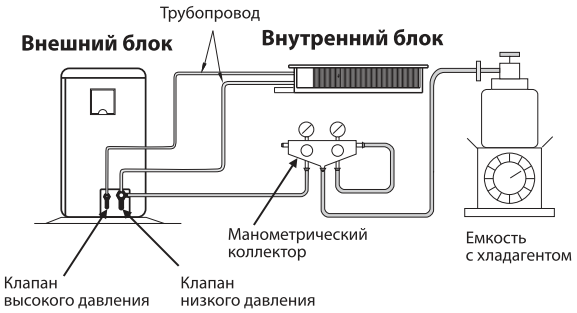

Рисунок 48 - Схема дополнительной заправки хладагентом
• Внешний блок кондиционера заправлен количеством хладагента, достаточным для трассы длиной до 5 м. Если длина трассы превышает 5 м, необходима дополнительная заправка хладагентом (см. рисунок 48).